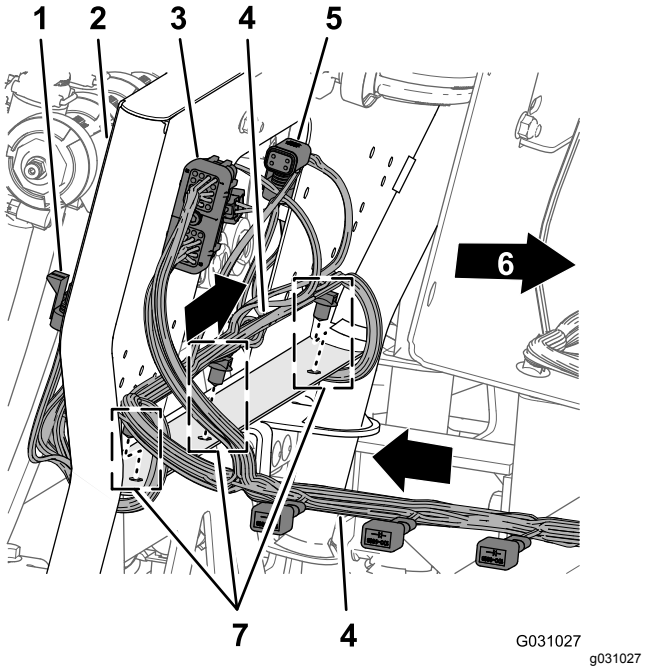

Figur 107
1. Før inn den 218.4 cm lange ledningssatsforgreningen over baksiden av 10-ventilsfestet med de ti kontaktene for dyseventilene bakover og under ventilene (Figur 107).
2. Før inn den 218,4 cm lange ledningssatsforgreningens skyvefester i hullene i den nedre flensen på 10-ventilsfestet (Figur 107).